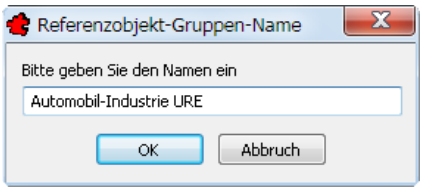

Bild 32.46 – Wahl des Zielnamens für einen wiederhergestellten Referenzstandard
- Schließlich geben Sie noch den Namen des Referenzstandards auf dem Zielrechner an (Abb. 32.46).